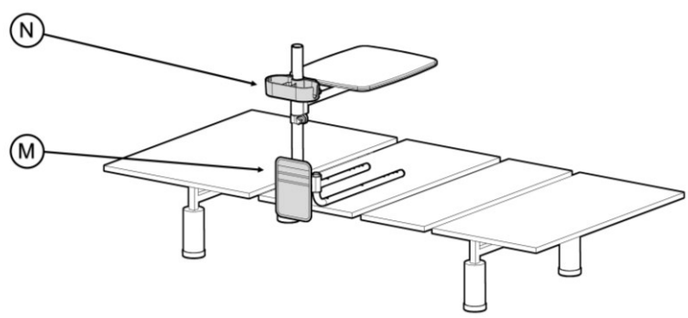

FIGURE 10B
18. Accessories: If included, place **M** and **N** on product as shown in *FIGURE 10B.*